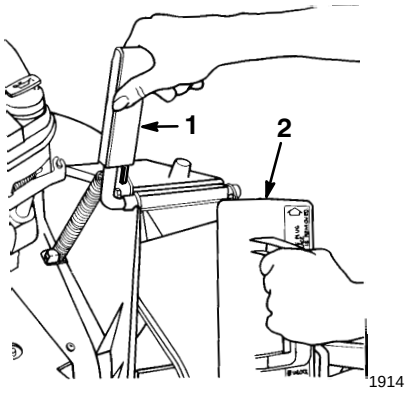

Abbildung 5
2. Die Auswurfkanaltür öffnen, indem sie nach hinten gezogen wird (Abb. 5).
4. Den Stopfen etwas im Uhrzeigersinn drehen, während er eingesetzt wird (Abb. 5).